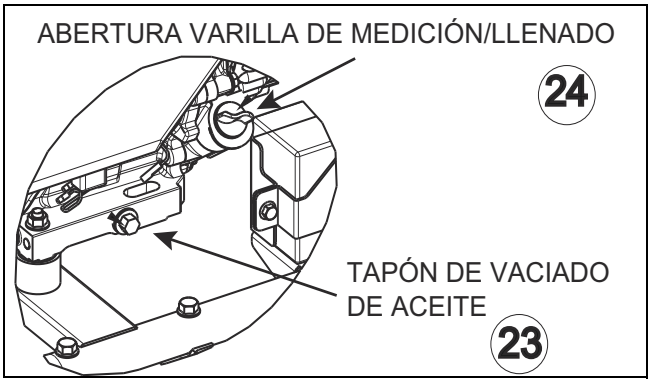

Figura 4-1. Tapón de vaciado de aceite
Vea la sección ”Antes de arrancar el generador” para información sobre cómo añadir aceite y comprobar el nivel. El nivel de aceite debe ser comprobado antes de cada uso o al menos cada ocho horas de funcionamiento. Revise el nivel de aceite periódicamente. Vea en la Figura 4-1 la ubicación de la varilla y la abertura para llenado de aceite.
1. Limpie la zona alrededor del tapón de vaciado de aceite. Vea la Figura 4-1.